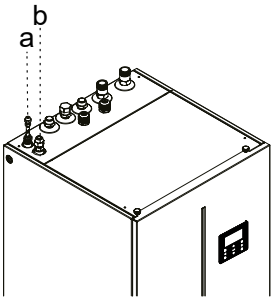

Rys. 8-6
- W przypadku montażu jednostki wewnętrznej dopasowanej do jednostki zewnętrznej (4/6 kW), na przyłączu czynnika chłodniczego w stanie ciekłym jednostki wewnętrznej (patrz rys. 8-6) zastosować redukcję 9,52-6,35 (patrz tabela 8). Redukcji nie stosuje się w przypadku jednostek zewnętrznych innego typu (8/10/12/14/16 kW).